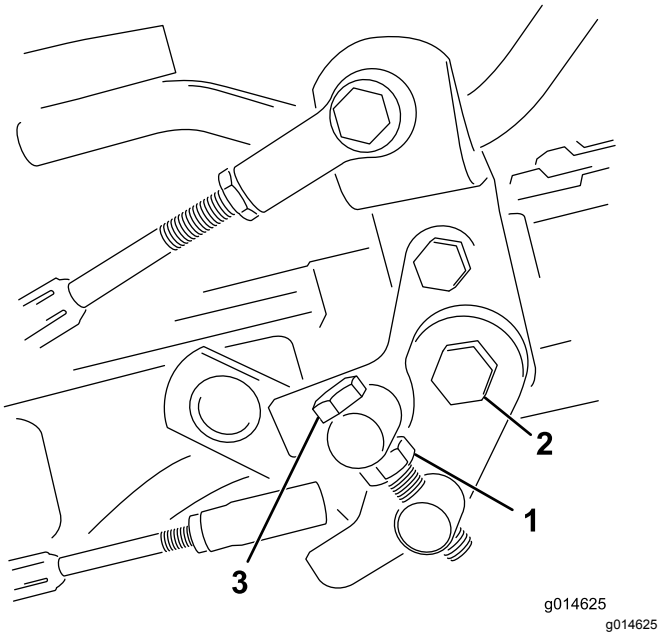

**Rysunek 42**
1. Poluzuj przeciwnakrętkę na śrubie czopu (Rysunek 42).
4. Dokręć przeciwnakrętkę na śrubie czopu oraz nakrętkę na osi pedału, aby zablokować położenie regulacji (Rysunek 42). Sprawdź efekt regulacji i w razie potrzeby dokonaj korekty.